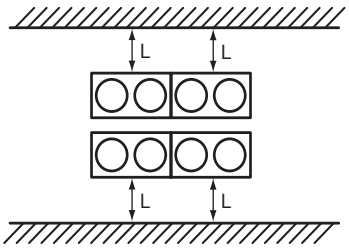

図5　集中設置した場合の前面スペース
(d)ユニットを図 5 のように複数台連続集中設置する場合は、各ユニットの正面に対し、前記 (a)、(b) 項の算出基準と同様の前面スペース (L) を確保できる場所に据え付けてください。